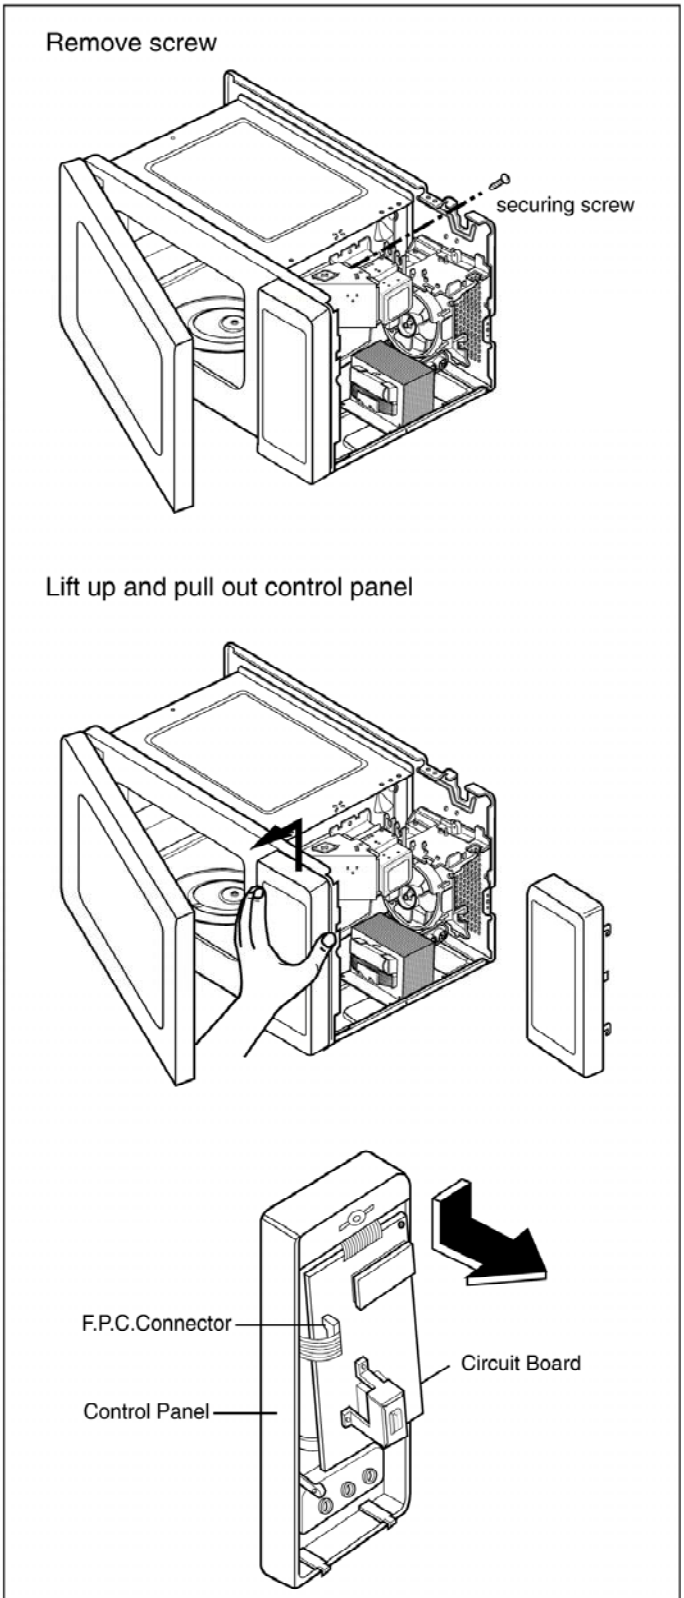

Figures 9
B. REMOVING POWER AND CONTROL CIRCUIT BOARD(Figure 9)
(1) Open the door.
(2) Remove one screw from the cavity.
(3) Disconnect the lead wire from RELAY(RY2) on the circuit board.
(4) Lift up and pull out control panel assembly carefully from the cavity.
(5) Disconnect the lead wire from connector(CN1) on the circuit board.
(6) Remove two screws, securing the circuit board.